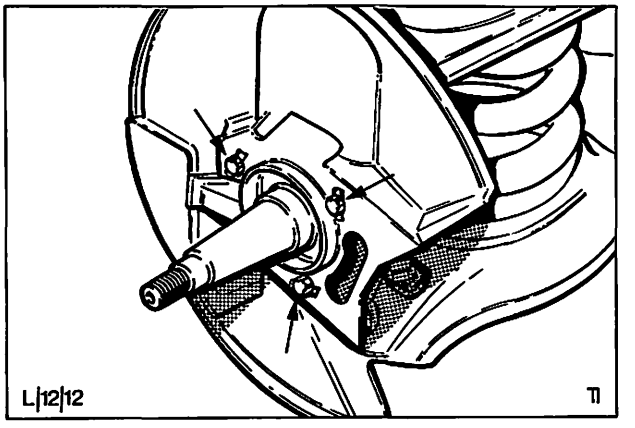

Abb. 35 Befestigungsschrauben – Spritzblech
2. Sicherungsbleche aufbiegen, Schrauben entfernen, Abb. 35, und Spritzblech abbauen.